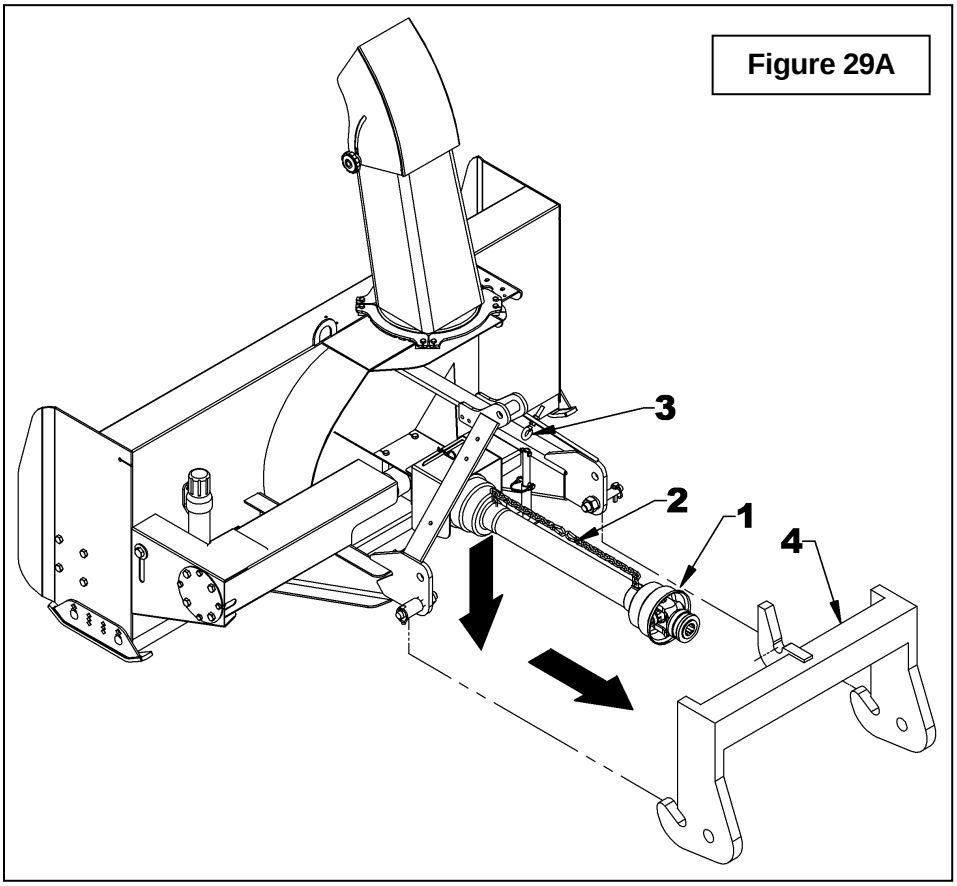

Figure 29A
3. **Figure 29A:** Détacher l'arbre à cardan du tracteur (item 1) et attacher la chaîne de sureté (item 2) au boulon à oeillet de l'attache trois points (item 3).
4. **Figure 29A:** Ouvrir les loquets inférieurs à l'aide des leviers de l'attache rapide (item 4), descendre le 3 points pour que les crochets de l'attache rapide soient plus bas que les goupilles d'attache sur la souffleuse. Avancer le tracteur lentement jusqu'à ce que les crochets soient dégagés des goupilles d'attache de la souffleuse. Refermer les loquets de l'attache rapide.